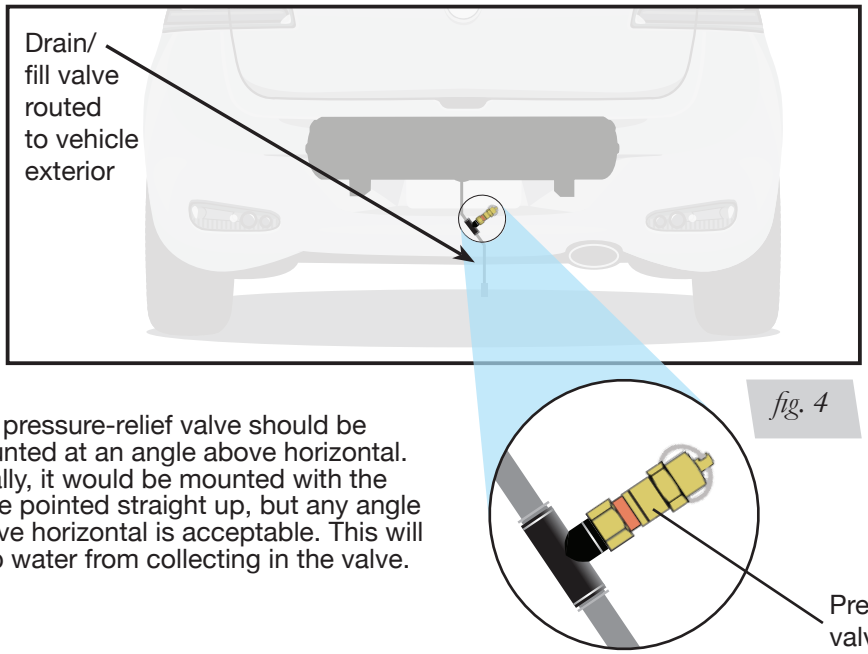

*fig. 4*
3. Route the drain/fill air line with the Schrader valve (included in the tank hardware pack) preferably outside the vehicle (fig. 4).